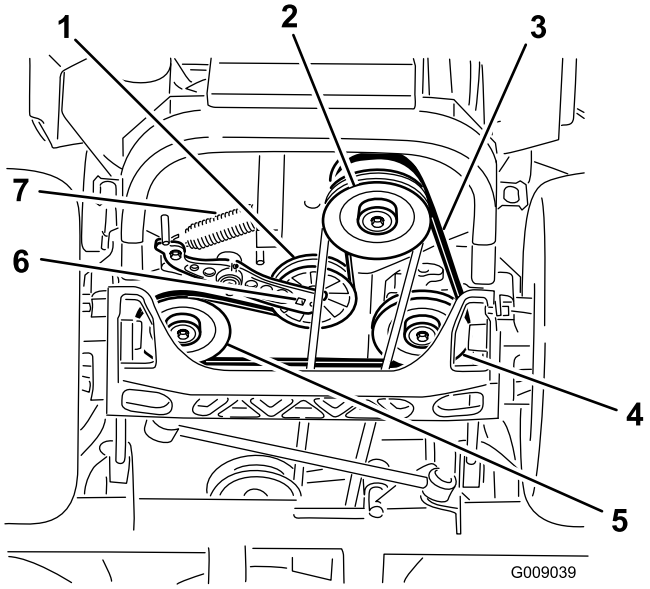

Figur 73
4. Höj upp maskinen och stötta upp den med domkrafter (Figur 73).
5. Använd en spärrhake i det fyrkantiga hålet i mellandrevsarmen för att ta bort mellanremskivfjädern (Figur 73).
6. Kroka av mellanremskivfjädern från ramen (Figur 73).
9. Använd en spärrhake i det fyrkantiga hålet i mellandrevsarmen för att montera mellanremskivfjädern på ramen (Figur 73).